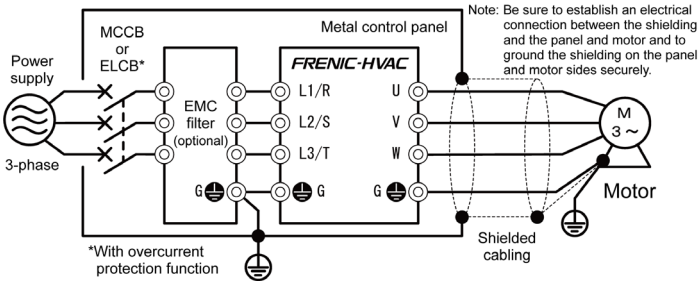

Figure 8.3 Installation inside a Panel
5) When using an externally connected EMC filter (optional), place the inverter and filter on a grounded metal plate such as the surface of a panel, as shown in Figure 8.3. If noise emissions exceed the standard, place the inverter and any peripheral equipment inside a metal panel. For more information about how to use the inverter in combination with a filter, see Table 8.5.